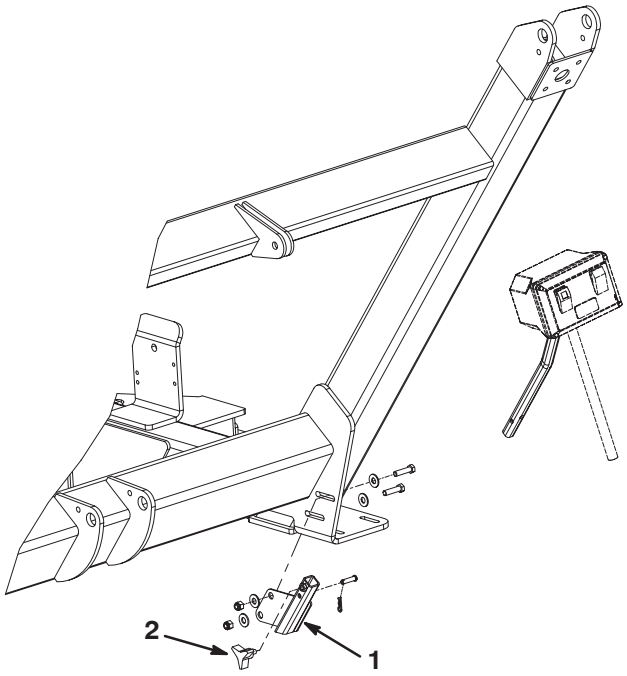

Bild 10
1. Befestigen Sie den Empfänger mit zwei Kopfschrauben (3/8–16 x 1/2), vier Scheiben und zwei Muttern an der Rahmenhalterung der Kehrmaschine. Platzieren Sie die Bestandteile, wie in Bild 10 dargestellt.
2. Setzen Sie das Befestigungsrohr in den Empfänger und befestigen Sie es mit einem Lastösenbolzen und einem Splint (Bild 10).
3. Drehen Sie das Handrad in den Empfänger, um das Rohr zu befestigen (Bild 10).